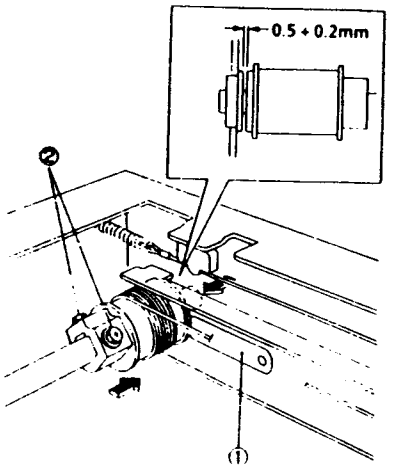

Рис. 5 NZM-0069
2. (Рис. 5): Выберите зазор в осевом направлении приводного вала и затяните винты шкива ведущего валика.
①. Вставьте между шкивом и подшипником щуп толщиной 0,5 мм.
②. Отожмите шкив к передней стенке, а вал назад и затяните винты (2).